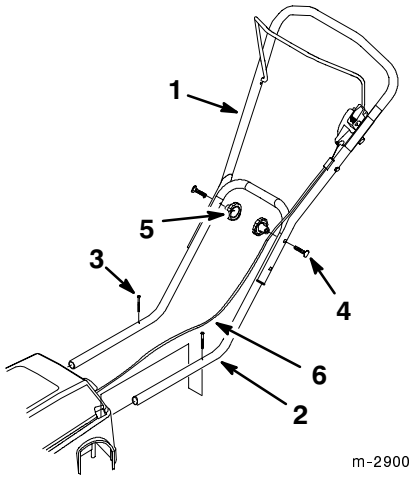

Abbildung 4
5. Die Enden der oberen Griffstange an der Außenseite der unteren Griffstange positionieren (Abb. 4).
6. Ein Lochpaar in der oberen Griffstange wählen und auf die Löcher in der unteren Griffstange ausrichten (Abb. 4).
7. Die Griffstangen mit Schrauben und Knöpfen befestigen (Abb. 4).